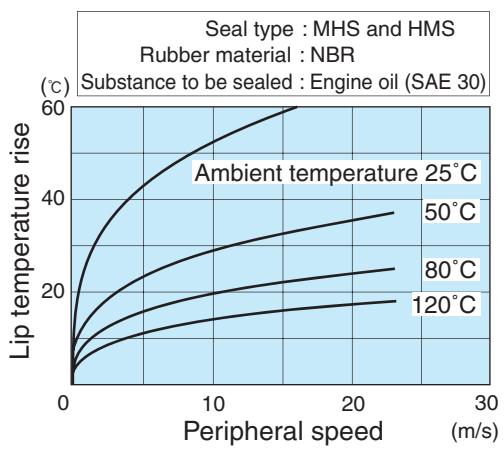

Fig. 1.6.5 Estimated lip temperature rise curves (reference)
② Determine the supposed ambient temperature
③ Find the point at which the ambient temperature curve meets the calculated shaft surface speed in Fig. 1.6.5
④ Read the ordinate value of the point
⑤ Obtain the estimated lip temperature by the sum of the ordinate value and ambient temperature
In Fig. 1.6.5, the cross of the curve for ambient temperature 80 ˚C and peripheral speed 10.5 m/s indicates that the lip temperature rise will be 20 ˚C.